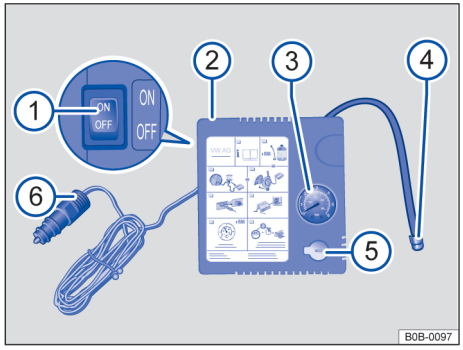

图 154 轮胎应急套件的充气泵（示意图）
轮胎应急套件中的充气泵由以下组件构成 →图 154：
– 将充气泵的轮胎充气软管 →图 154 ④ 牢固拧到轮胎气门嘴上。
– 检查泄压按钮 →图 154 ⑤ 是否已关好。
– 将充气泵电缆插头 →图 154 ⑥ 插入车内的 12 伏电源插座中。
– 通过打开/关闭开关 →图 154 ① 启动充气泵。
重新连接轮胎充气软管 →图 154 ④，然后在胎压表 ③ 上读取轮胎压力。